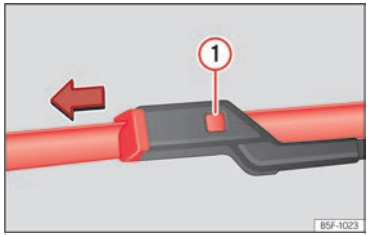

Fig. 224 Cambio de las escobillas del limpiaparabrisas.
- Mantenga presionada la tecla de desbloqueo ››› **fig. 224** ① tirando ligeramente de la escobilla en el sentido de la flecha.